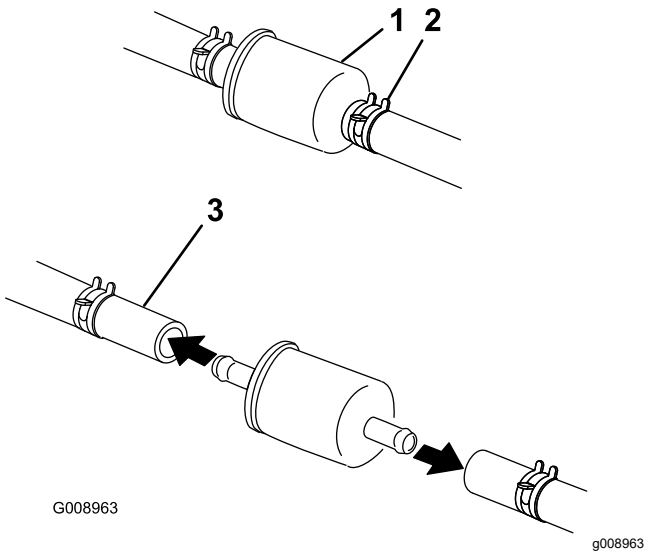

**Figur 65**
5. Udskift brændstoffilteret (Figur 65).